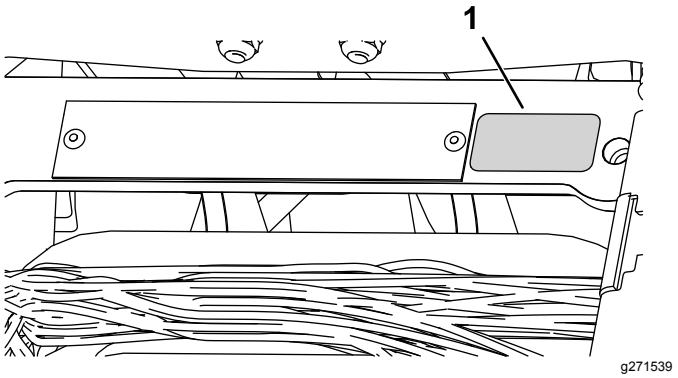

Figur 12
- Monter produksjonsårmerket i nærheten av serienummerplaten (Figur 12).